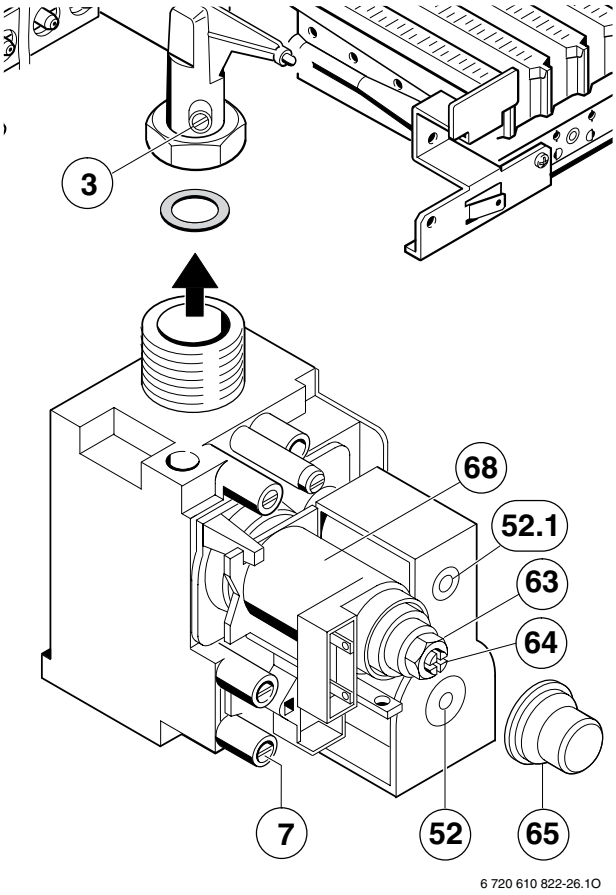

Afb. 65
- Draai de afdichtschroef (3) los en sluit de manometer aan.
- Verwijder de verzegelde afscherming (zie afb. 65) van de beide gasinstelschroeven.
- Zoek de met „max.“ aangegeven doorstroomhoeveelheid (l/min) in de tabel op pagina 43. Stel de gasdoorstroomhoeveelheid in via de gasmeter en en de instelmoer (63). Bij rechtsom draaien meer gas, bij linksom draaien minder gas.